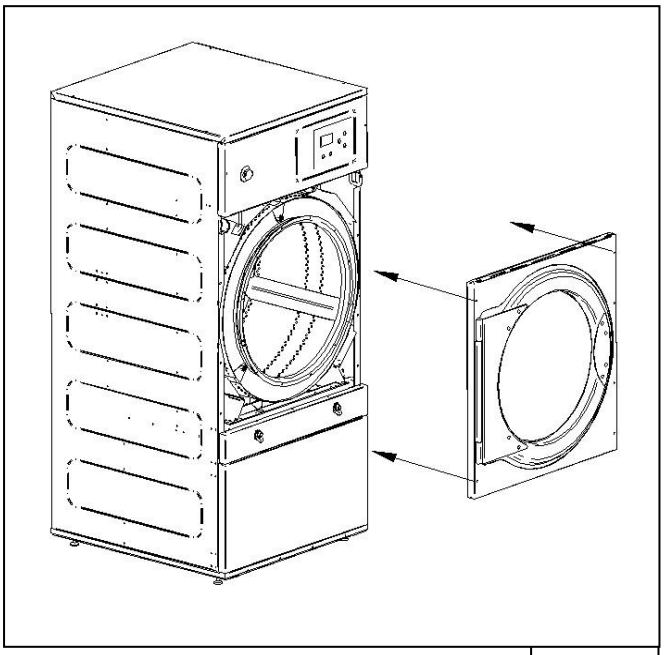

Abb.3
6. Die Gerätetür 180º drehen, so dass sich die Scharniere auf der gegenüberliegenden Seite befinden. Hierzu müssen erneut die 6 Schrauben B, sowie die Schrauben B1 mit Hilfe eines Innensechskantschlüssels der Größe 3 benutzt werden. Siehe Abb. 3.